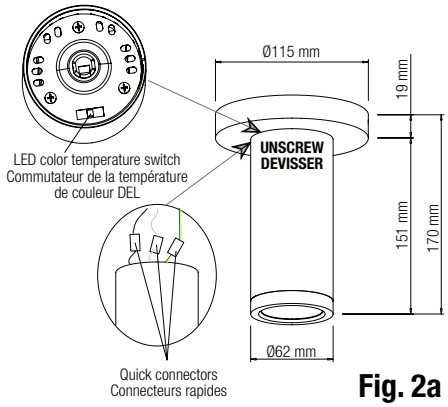

Fig. 2a
1. Connect the quick connectors between cylinder module and mounting kit wires (Fig. 2a detail).
2. Select the desired LED color temperature using the switch inside the cylinder (Fig. 2a detail).
3. Assemble the luminaire by screwing the two parts (Fig. 2a).
1. Brancher les connecteurs rapides entre les fils du module cylindrique et ceux du kit de montage (Fig. 2a détail).
2. Sélectionner la température de couleur de la DEL choisie à l'aide de l'interrupteur situé à l'intérieur du cylindre (Fig. 2a détail).
3. Assembler le luminaire en vissant les deux parties (Fig. 2a).